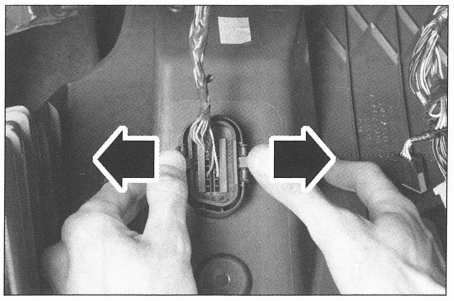

FIG. 5
- el conector de diagnóstico **(fig. 5)**.